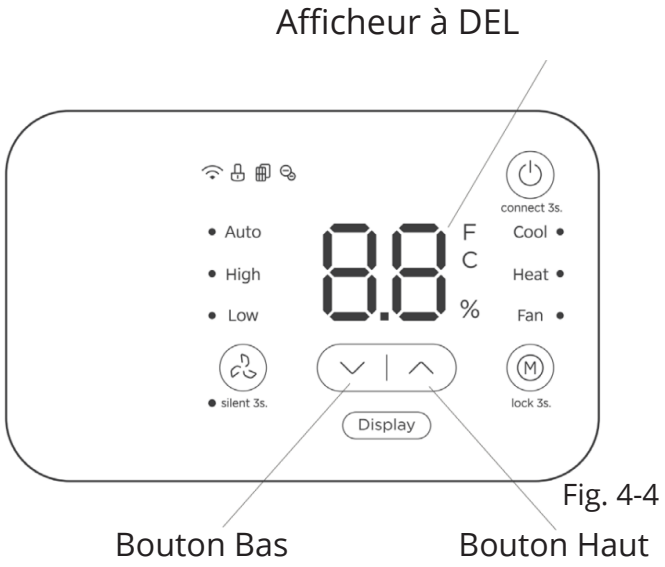

Fig. 4-4
- Appuyez simultanément sur les boutons Haut et Bas pendant 3 secondes pour activer les réglages des commutateurs DIP à partir du panneau de commande. (Voir fig. 4-4.)
- La DEL affiche « Sx », « Fx » (où x peut être 1, 2, 3, etc.) ou d'autres lettres, telles que ON, OF, HY, EH... qui indiquent le numéro de série de la fonction actuelle et l'état du commutateur de fonction. (Voir fig. 4-4.)